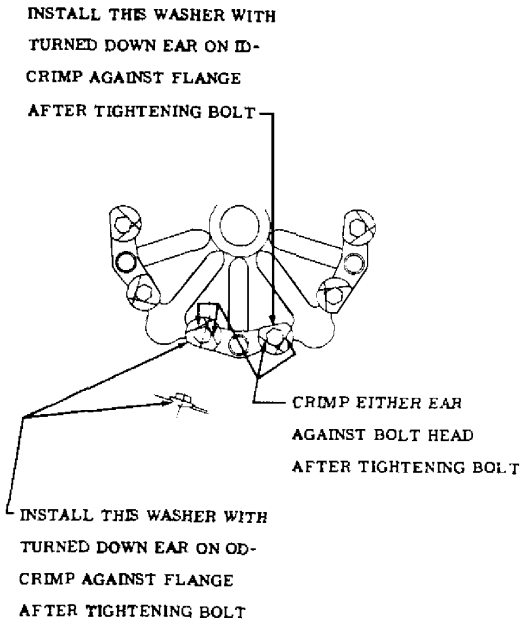

Figure 12. Key Washer Installation on Carrier Oil Delivery Flange
e. Install key washers (28) and bolts (29). Alternate location of washer pre−bent sections as shown in figure 12. (QA)
f. Torque bolts 70−85 lb. in. and crimp washers (figure 12) using 6797589 tab bending fixture. (QA).